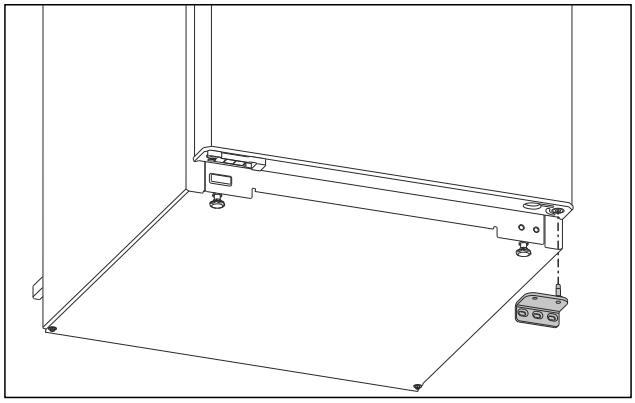

Fig. 7
- ▶ Sejměte stojan ložiska směrem dolů. (viz Fig. 7)